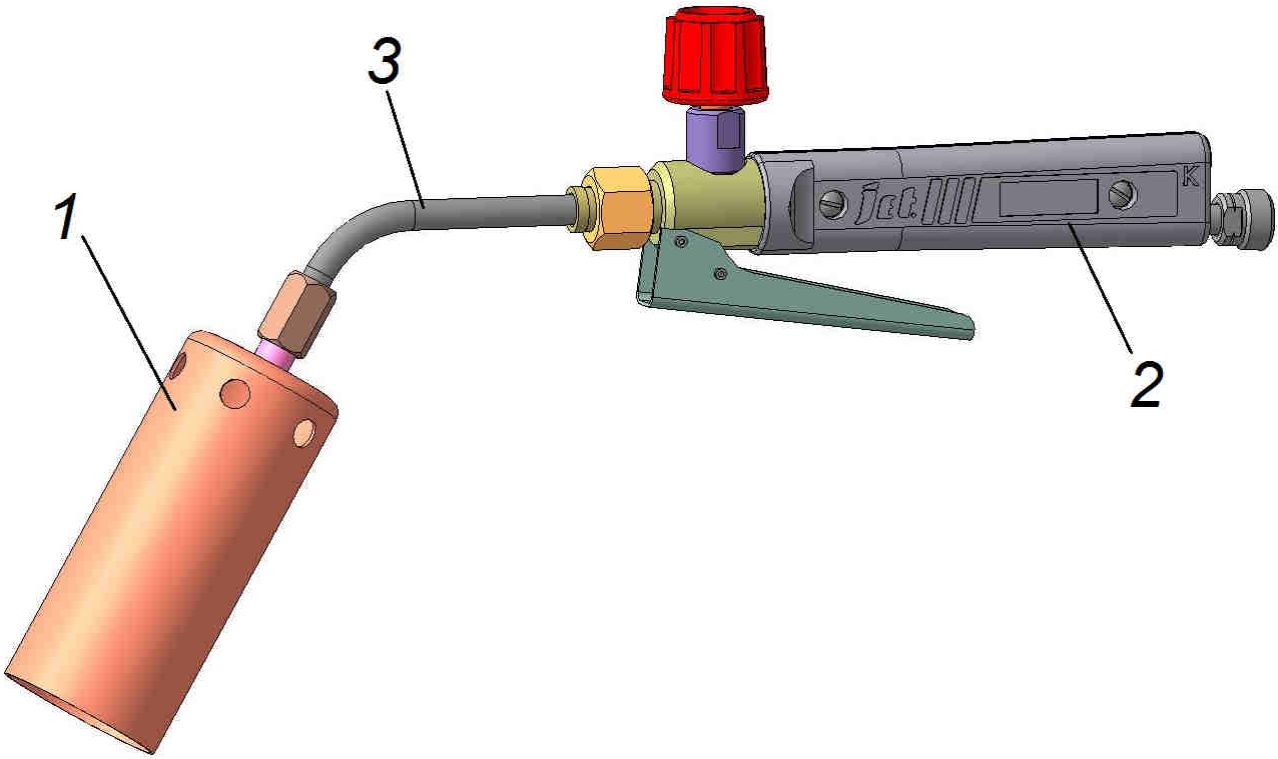

Рис.1 Горелка модели ГВ ДЖЕТ 119-50, ГВ ДЖЕТ 119-51
4.1 Внешний вид горелок представлен на рис.1